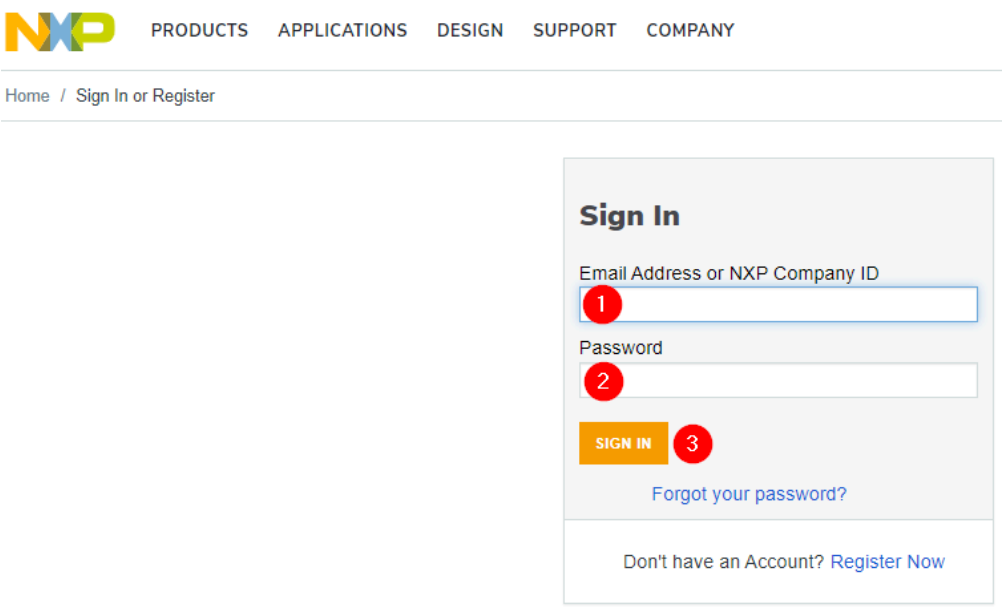

Figure 64. Sign-in in NXP website
3. If you already have an account, you can directly type your (1) email address, (2) password and (3) click sign-in button as shown in Figure 64: